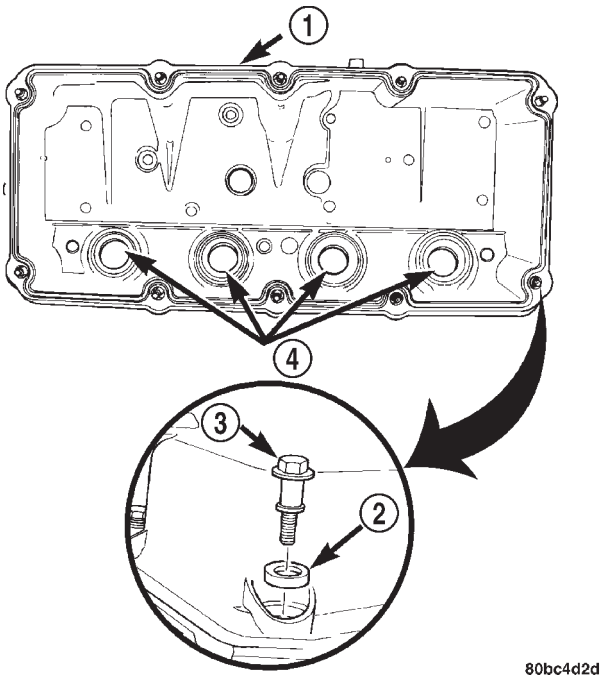

Abb. 42 Ventildeckeldichtung und Dichtringe
(1) Dichtflächen reinigen. Dichtung und Dichtringe prüfen (Abb. 42). Nach Bedarf austauschen. Näheres zum Austausch der Zündkerzenschacht-Abdichtungen